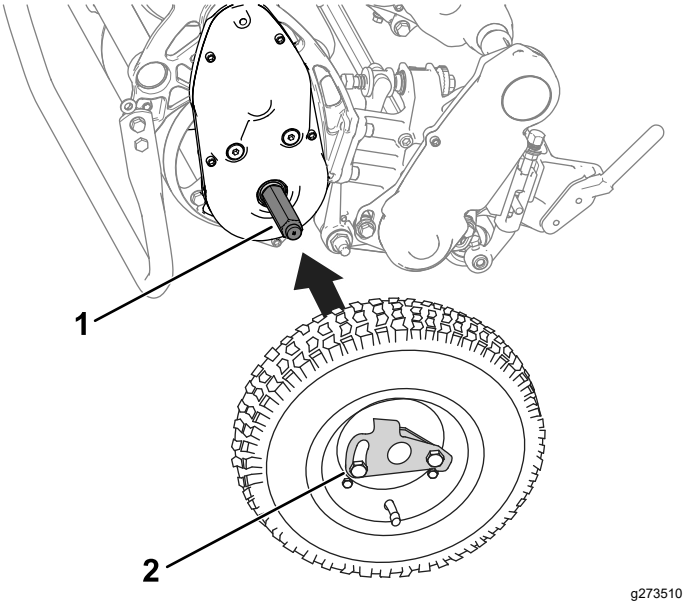

Rysunek 26
2. Nasuń koło na oś (Rysunek 26).
3. Odchyl zacisk blokujący koło (Rysunek 26) od środka koła, umożliwiając jego dalsze wsunięcie na oś.